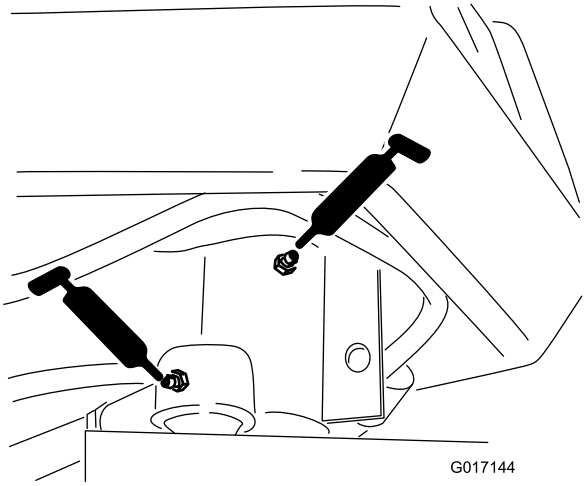

Bild 36
- Lenkgabelspindel (1) (Bild 36)
- Ende der Lenkzylinderstange (Bild 36)